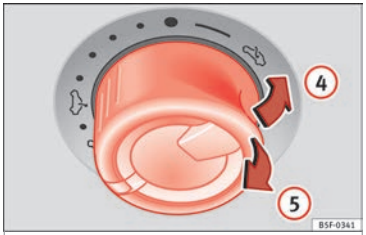

Fig. 42 In the interior roof: turn the knob to raise and to close the sunroof
- Within about 5 seconds of activating the anti-trap function, pull knob ››› Fig. 42 (5) until the sliding/tilting sunroof is fully closed.